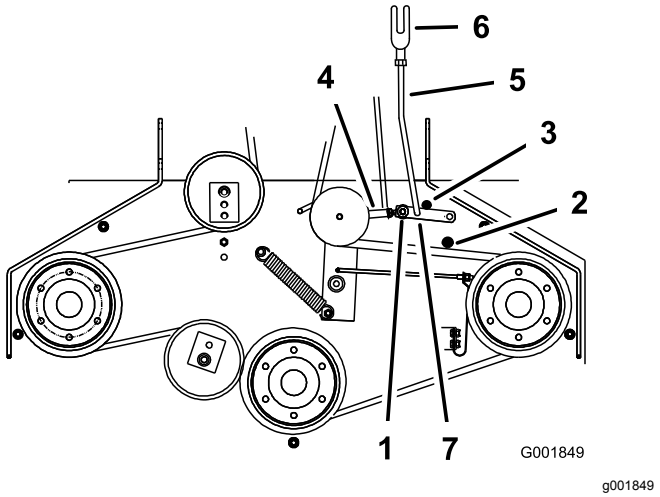

Figuur 50
5. Controleer of de hulparm zich tegen de achterste aanslag op het maaidek bevindt (Figuur 50).
7. De hulparm moet contact maken met de voorste aanslag op het maaidek. Als dit niet het geval is, moet u de haakse hendel zo afstellen dat deze zich dichter bij de versterkingsplaat bevindt (Figuur 50).
8. Om de koppeling van de hulparm af te stellen, moet u de R-pen uit de hulparm verwijderen (Figuur 50).
11. Steek de koppeling in de hulparm en bevestig het geheel met de R-pen (Figuur 50).